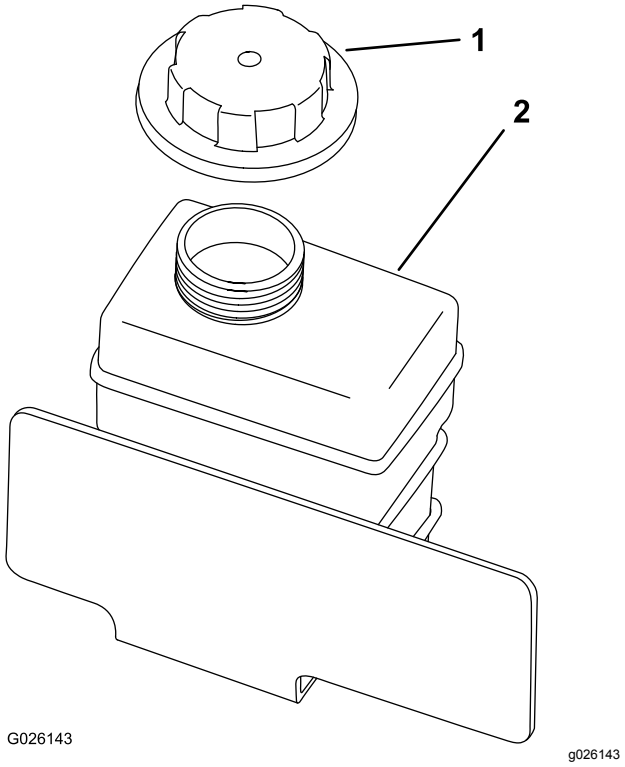

図 55
8. 補助タンクにも、補給管の根元までゆっくりと冷却液を補給する図 55。
9. 補助タンクのキャップを取り付けて終了図 55。